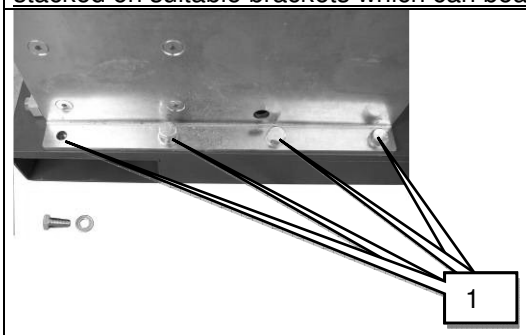
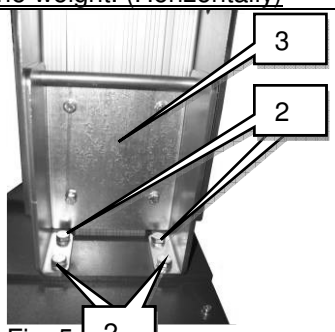

Fig. 4
Fig. 5
Due to transport, it could be that the corresponding holes (1) (**Fig. 1**), are slightly disorientated from the base unit corresponding threads. We advise you to release approx 2mm, the front column screws (2) (**Fig. 4**) connecting the hinge bracket (3) (**Fig. 5**) mounted on the base unit.